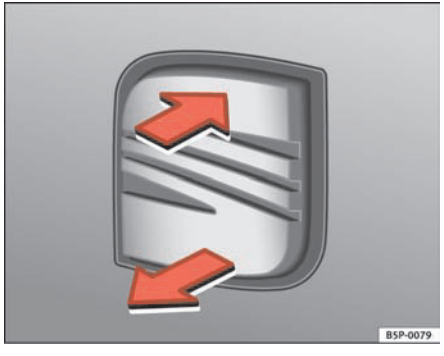

Fig. 67 Tailgate: Opening from the outside
– Pull on the release lever and lift the tailgate ⇒ fig. 67. The tailgate will then open.